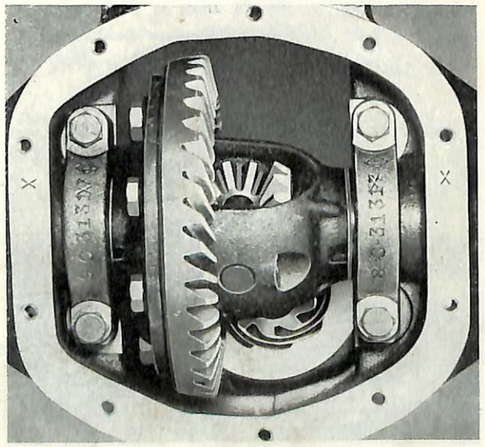

Bild 28. Sammärkning av överfall och hus
5. Kontrollera sammärkningen av överfall och hus, se bild 28. Saknas märkning eller är den otydlig märkes ena sidan med körnslag. Tag bort överfallen.